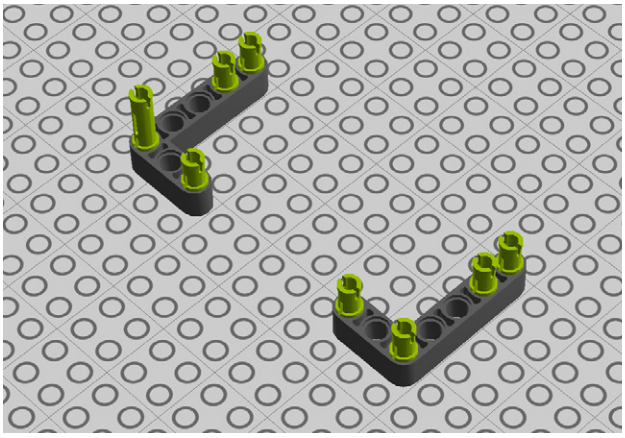

Figure 9-81. *Step 76: Inserting pegs into angle beams*
76. Let's move on to the guts of the lamp. Grab two 3x5 angle beams and add seven connector pegs and a 3M peg as seen in Figure 9-81.